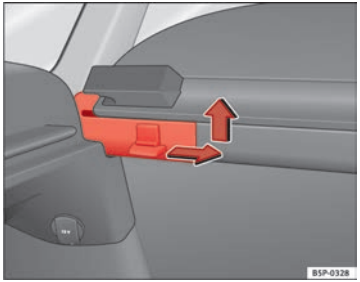

Fig. 122 Removing the rear shelf
– Press the side pin in the direction of the arrow, lift the cover and remove it. ⇒ Fig. 122